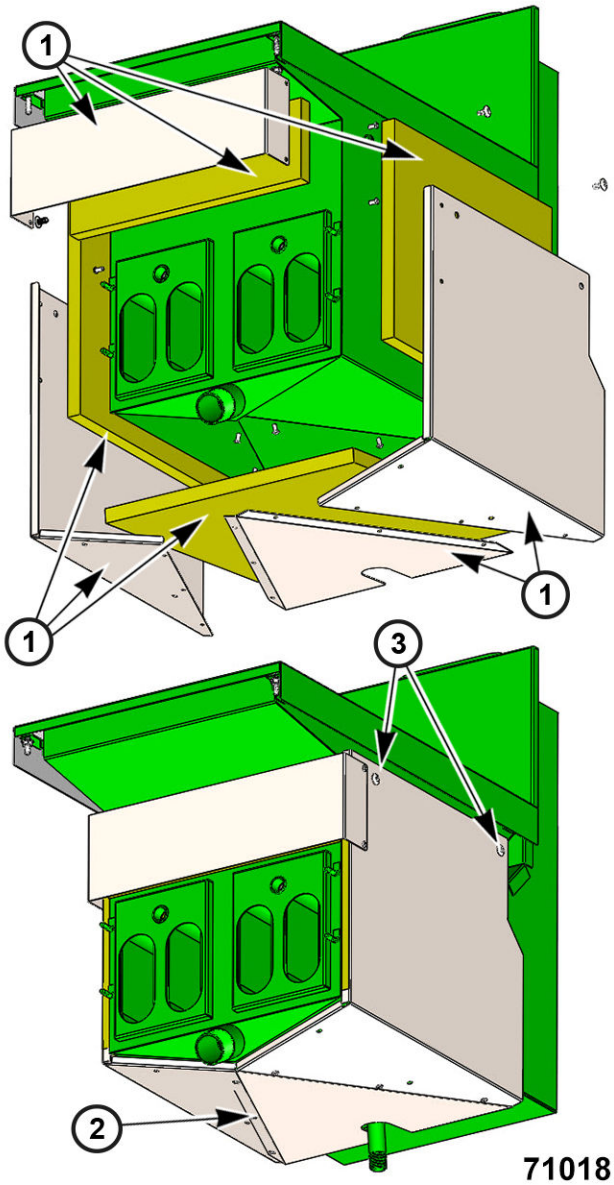

Fig. 120
A. Set into place as shown (1, Fig. 120).
B. Rivet (3/16” blind rivets) sections to itself (2, Fig. 120).
C. Attach kit assembly to tank with four ¼-20 x 3/8 truss head screws, two on each side (3, Fig. 120).